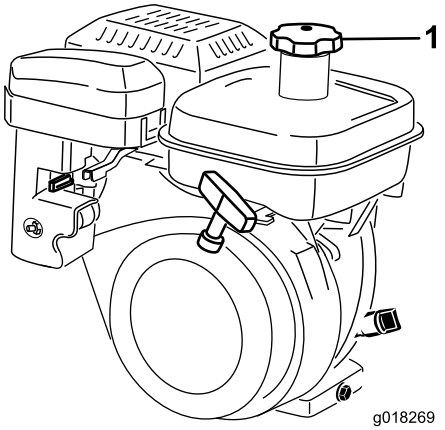

Figura 22
1. Limpie la zona alrededor del tapón del depósito de combustible y retire el tapón del depósito (Figura 22). Llene el depósito con combustible sin plomo, sin sobrepasar el borde inferior del filtro. No llene demasiado.